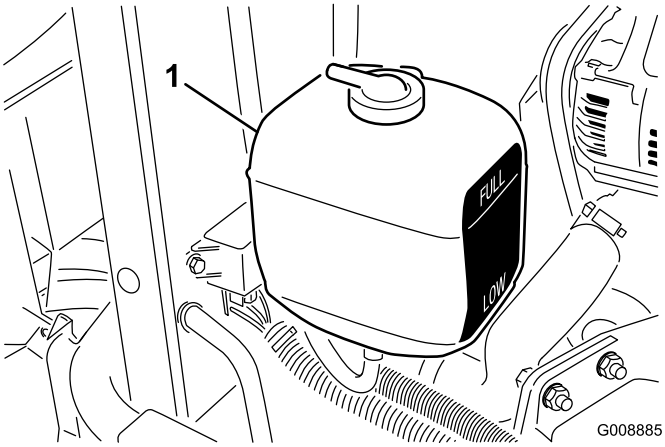

Figur 24
1. Kontrollera kylvätskenivån i expansionstanken (Figur 24). När motorn är kall bör kylmedelnivån ligga halvvägs mellan markeringarna på sidan av tanken.